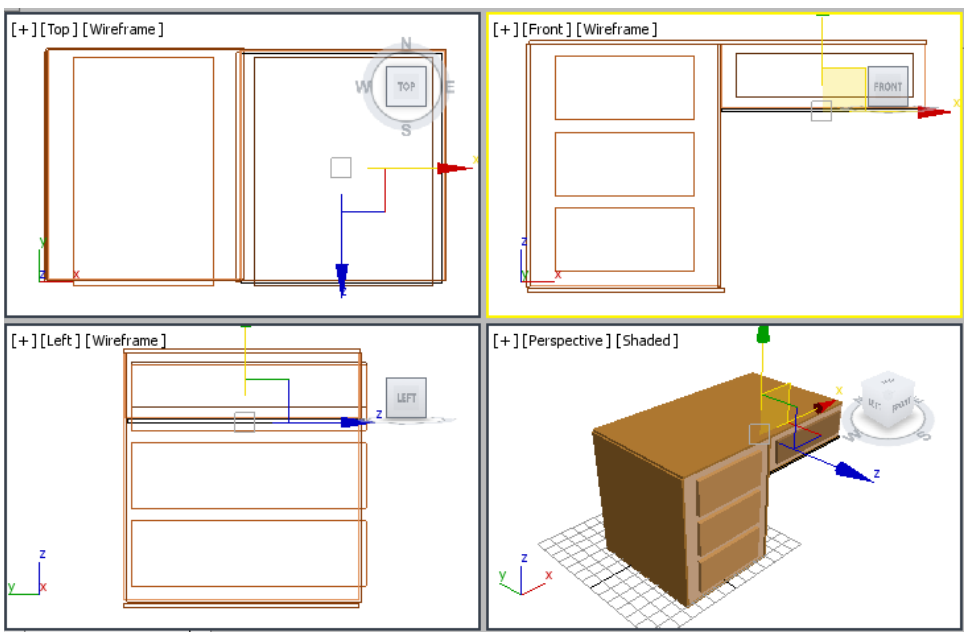

Figure 2-58 *Alignment of right lower face at the bottom of right box of the table*
13. Align *right lower face* at the bottom of *right box*, as shown in Figure 2-58.